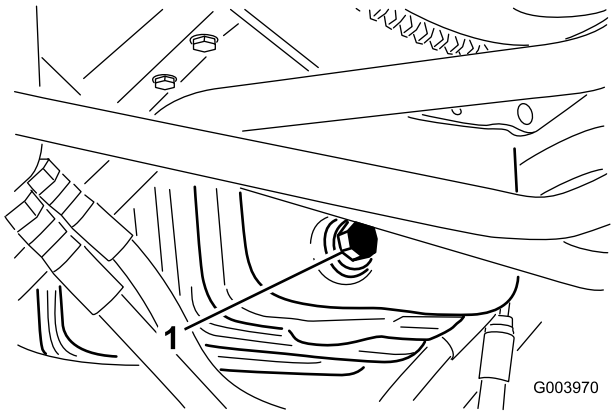

Rysunek 60
1. Odkręć korek spustowy (Rysunek 60) i poczekaj, aż olej ścieknie do naczynia do spuszczania oleju.